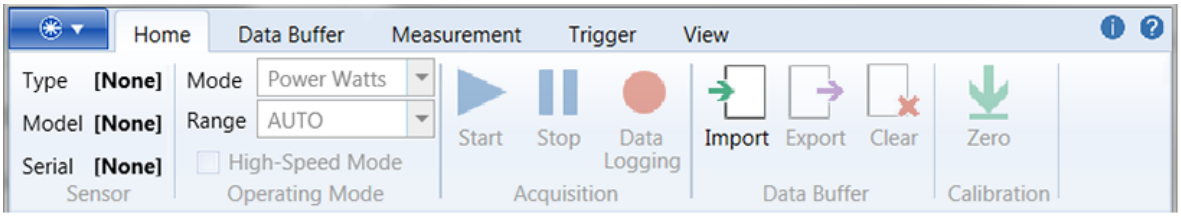

Figure 8-3. Home Tab
3. [**Home tab**] To take a basic power measurement, make sure that the check box for **High-Speed Mode** is ***not*** checked in the Home tab, as shown in Figure 8-3: